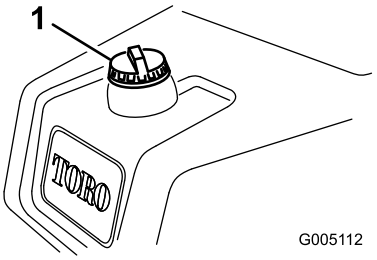

Figur 29
1. Rengjør rundt og ta av lokket på drivstofftanken (Figur 29).